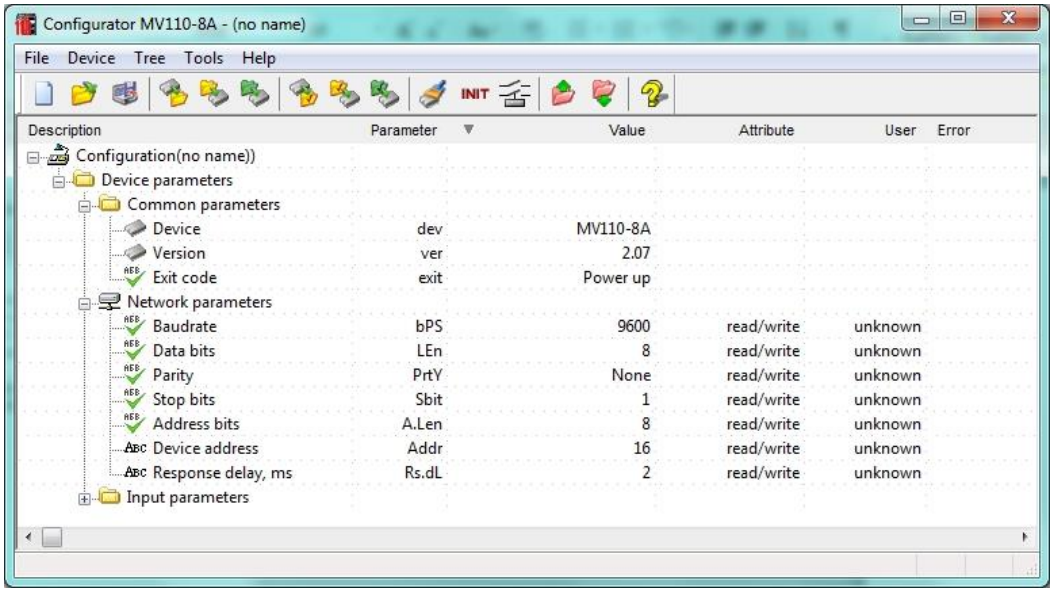

Fig. 7.2 Ventana principal del "M110 Configurator"
– Los parámetros de comunicación almacenados en el módulo podrán ser leídos. (ver Fig. 7.2)